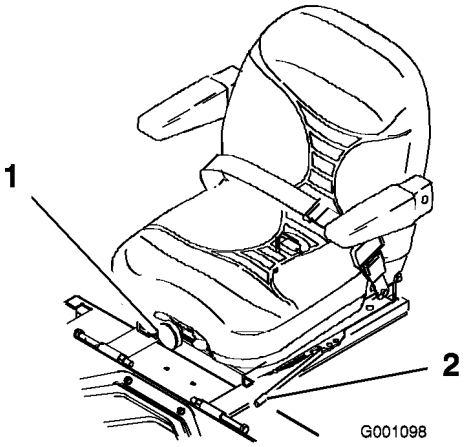

Figur 25
1. För spaken i sidled för att låsa upp sätet och justera sätet vid behov (Figur 25).
Justera genom att vrida ratten i endera riktningen för att uppnå bästa bekvämlighet (Figur 25).